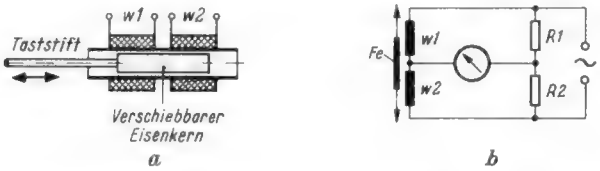
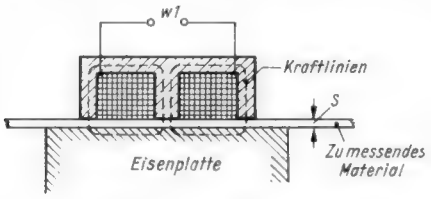

*Bild 51. Differentialdrossel als passiver induktiver Geber; a = mechanisches Prinzip, b = zugehörige Meßbrückenschaltung*
Bild 54. Induktiver Meßwertaufnehmer zum Messen von Schichtdicken
Das Foto *Bild 52* zeigt, wie geschlossen sich solche induktiven Meßwertaufnehmer nach Bild 51 bauen lassen. Die beiden Spulenwicklungen befinden sich in einer nichtmagnetischen Metallhülse. Der Ferritkern besteht aus einem dünnen Stift mit einem Gewindeansatz. Damit kann er in geeigneter
Nach einem gänzlich anders gearteten, aber ebenfalls induktiven Prinzip arbeitet *Bild 54*. Mit nur einer E-Kern- oder Topfkern-Wicklung werden hier Schichtdicken von nichtmetallischen dünnen Folien oder von galvanischen oder Lacküberzügen auf Eisenblechen gemessen. Die Spule arbeitet gleichfalls als passives Element. Sie wird mit einer Wechselspannung sehr konstanter Frequenz gespeist. Der Spannungsabfall daran wird in einer Brückenschaltung gemessen. Setzt man die Spule auf eine Eisenplatte oder auf ein Eisenblech
*Bild 55a* zeigt eine mechanisch andere Anordnung von Differentialdrosseln. Das Prinzip stellt also eine Kombination von Bild 51 und Bild 54 dar. Die Wicklungen w 1 und w 2 sind jedoch nicht als zylindrische Luftspulen hintereinander angeordnet, sondern sie befinden sich auf zwei gegenüberliegenden E-Kernen bzw. Topfspulen. Der bewegliche Eisenkern ist als federnde Zunge dazwischen gelagert. Er wirkt gewissermaßen wie das Joch eines Transformators mit Luftspalt. Wird die Eisenzunge beim Messen durch das Werkstück und den